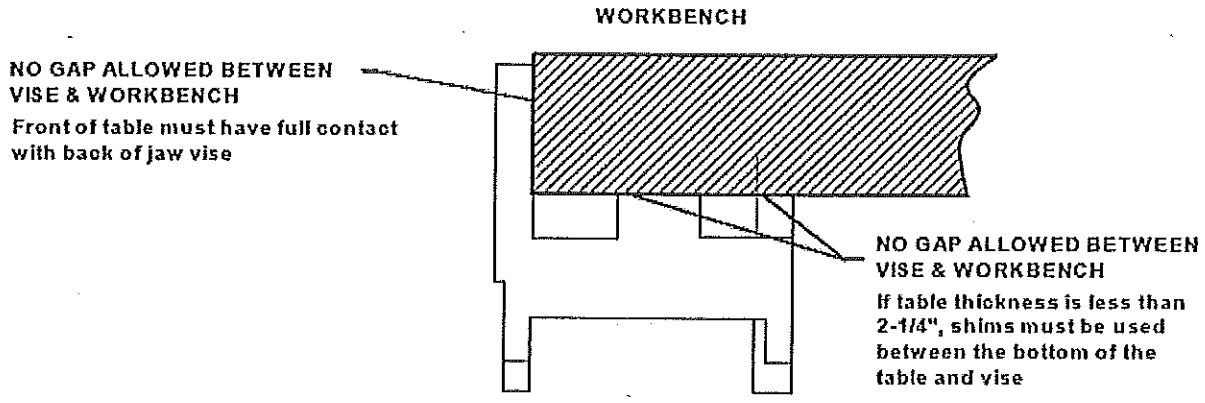

Figure 1: Mount Back Jaw Casting to Work Bench
- Any gaps between the casting and the workbench surface will cause flexing of the casting when tightened down, which could result in failure of the casting. Figure 1.
- MOUNTING HARDWARE: Use the #14 x 1-1/2" Counter-Sink Wood Screws (2) for the front edge mounting holes and the 5/16" x 2-1/2" Lag Screws (2) and the 5/16" Flat Washers (2) for underneath the workbench